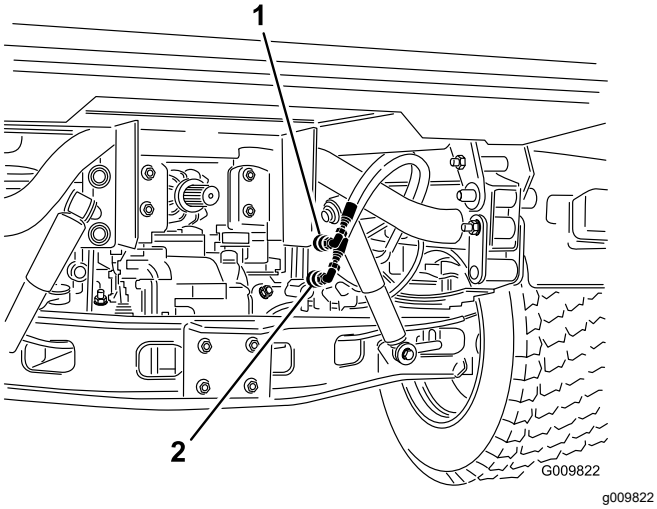

Figur 17
2. På fordon med serienummer 240000001 eller högre kopplar du från de två lyftcylinderslangarna från kopplingarna som har fästs vid kopplingsfästet (Figur 17). För in hylsorna i cylinderslangens snabbkopplingar.